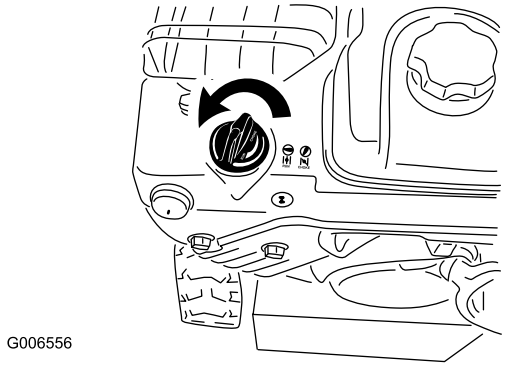

Figur 21
5. Drei choken til Choke-stilling (Figur 21).